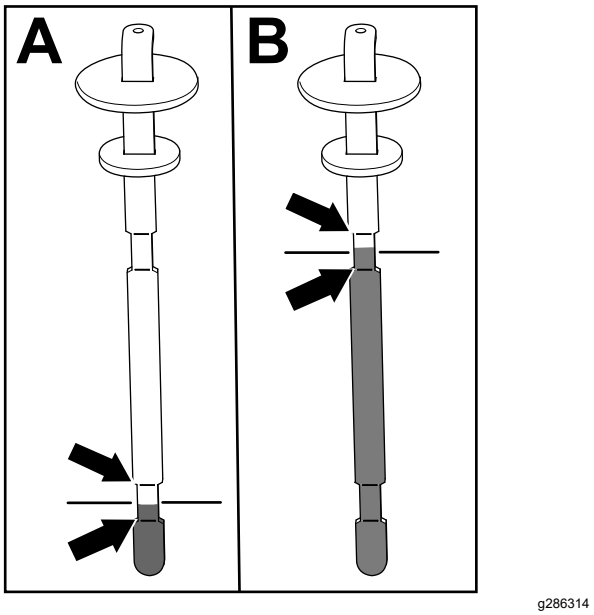

Figura 80
5. Retire la varilla y compruebe el nivel de fluido (Figura 80).
- **Si tiene una unidad de corte equipada:** el nivel de fluido hidráulico está en el nivel apropiado cuando el fluido aparece entre las dos marcas inferiores de la varilla (A en la Figura 80). También es aceptable que el nivel de fluido esté por encima de las marcas inferiores.
- **Si tiene instalado el kit de Mangueras para accesorios de accionamiento hidráulico:** el nivel de fluido hidráulico está en el nivel correcto cuando el fluido aparece entre las dos marcas superiores de la varilla (B en la Figura 80).